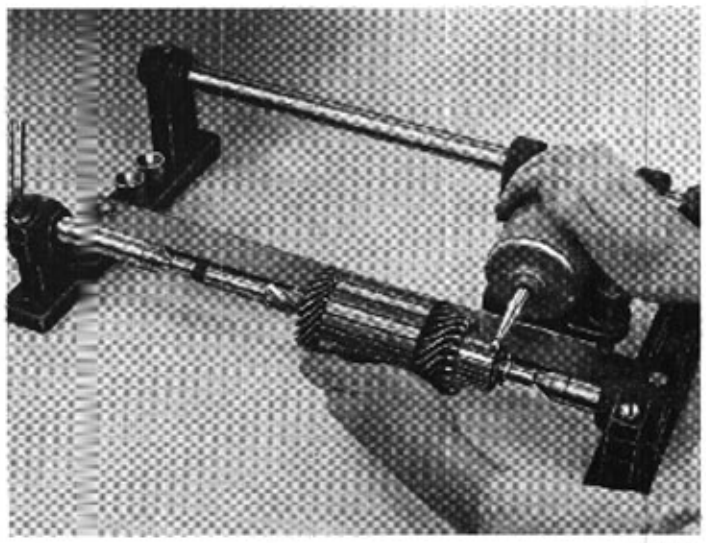

Bild 33-12. Spårfräsning
5. Isoleringen mellan lamellerna skall fräsas ned till ett spårdjup av 0,5—0,8 mm under lamellytan. Detta görs i spårfräsmaskin, se bild 33-12, eller om sådan saknas med ett avslipat bågfilsblad.